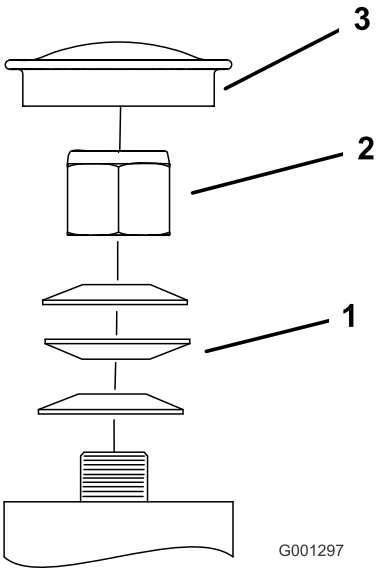

Figuur 45
3. Verwijder de stofkap van het zwenkwiel en draai de borgmoer aan (Figuur 45).
4. Draai de borgmoer aan totdat de veerringen vlak liggen, en draai deze vervolgens een 1/4 slag terug om de voorspanning op de lagers correct af te stellen (Figuur 45).
Belangrijk: De veerringen moeten op de juiste wijze worden gemonteerd zoals wordt getoond in Figuur 45.
5. Plaats de stofkap (Figuur 45).